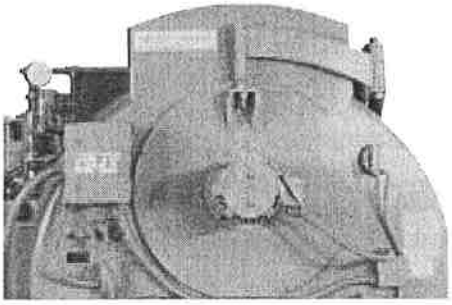

Figure: 2-7 Forced Draft Fan Motor CB-LE
1. FORCED DRAFT FAN MOTOR (FIGURE 2-7 CB-LE)
1. Forced Draft Fan Motor (Figure 2-7): Drives the forced draft fan directly to provide combustion air. Also referred to as a blower motor.